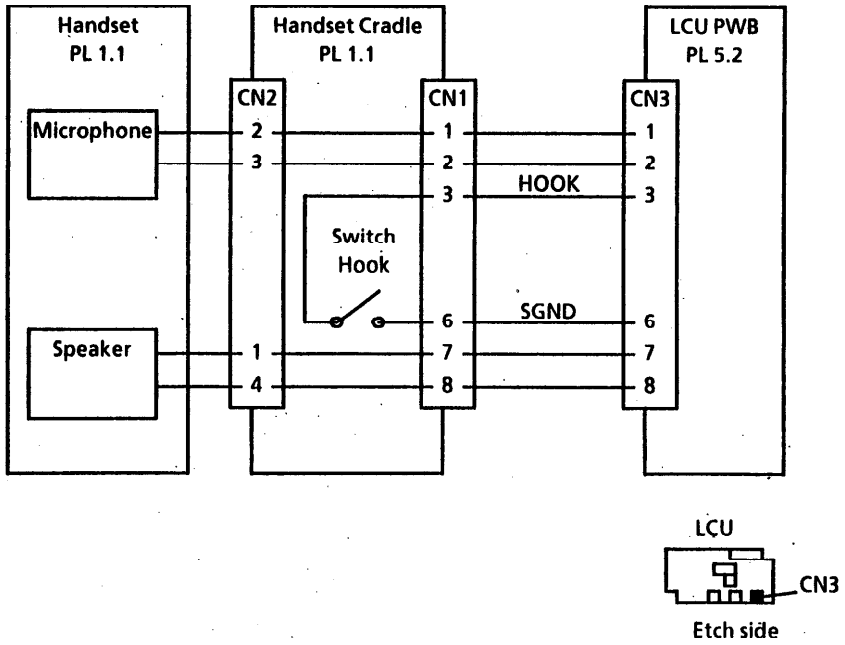

Рис. 1. Телефонная трубка
6. Отсоедините кабель телефонной трубки от печатной платы LCU. Измерьте сопротивление между контактами 3 и 6 кабеля телефонной трубки (Рис. 1).